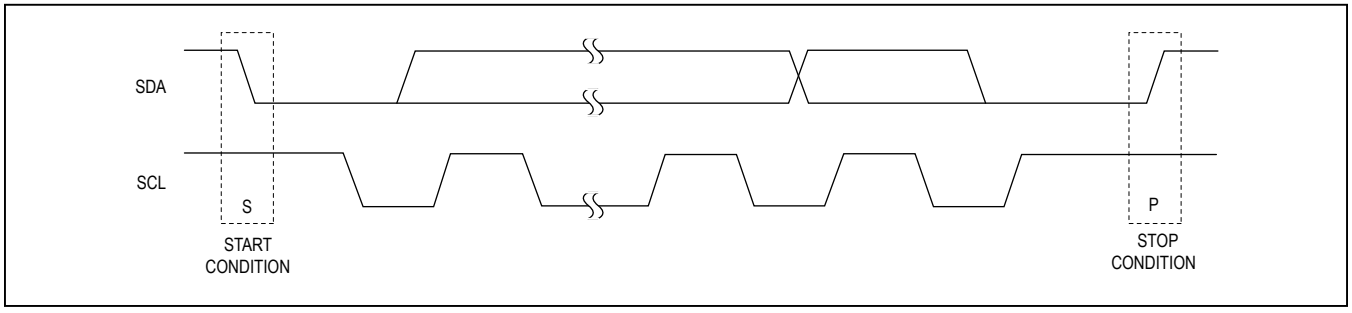

Figure 3. START and STOP Conditions
Each transmission consists of a START (S) condition (Figure 3) sent by a master, followed by the MAX7360 7-bit slave address plus R/$\overline{W}$ bit, a register address byte, one or more data bytes, and finally, a STOP (P) condition.